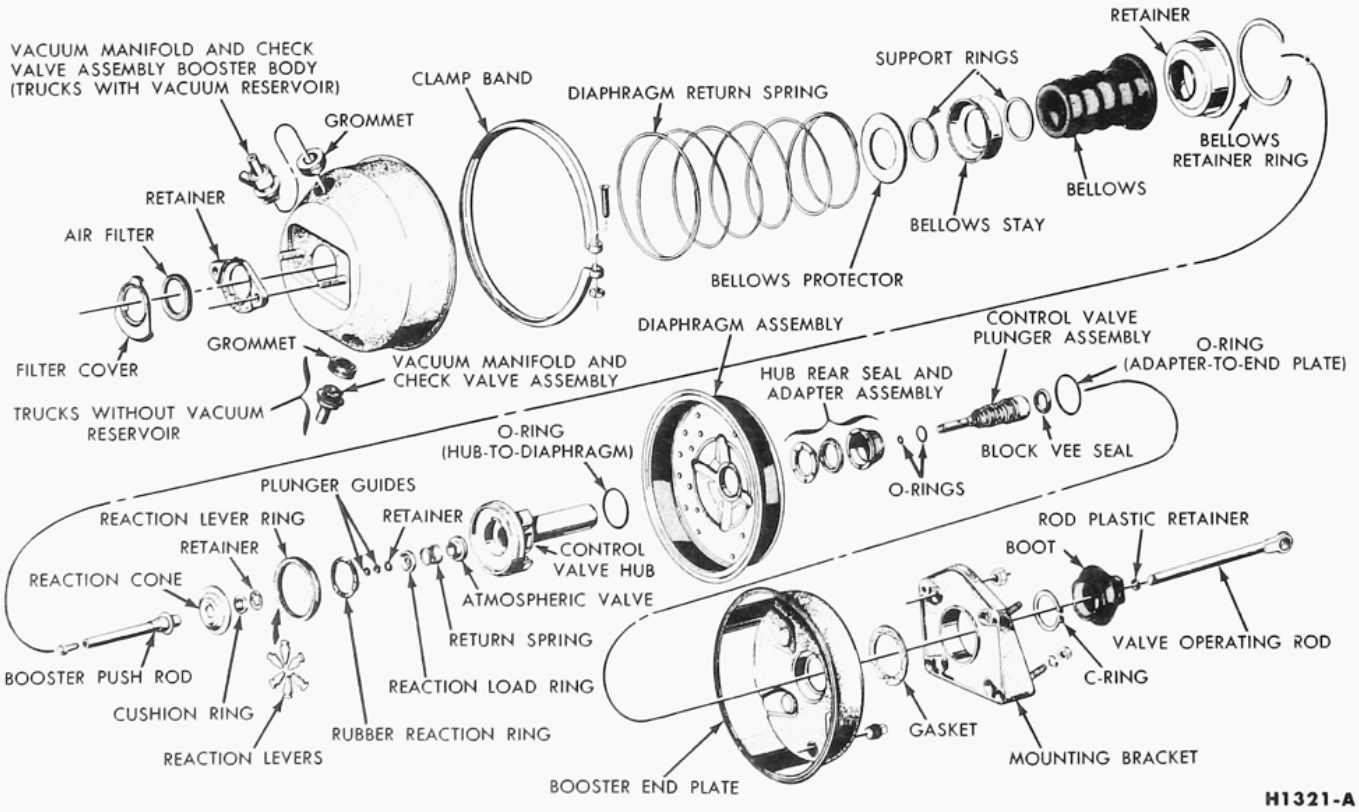
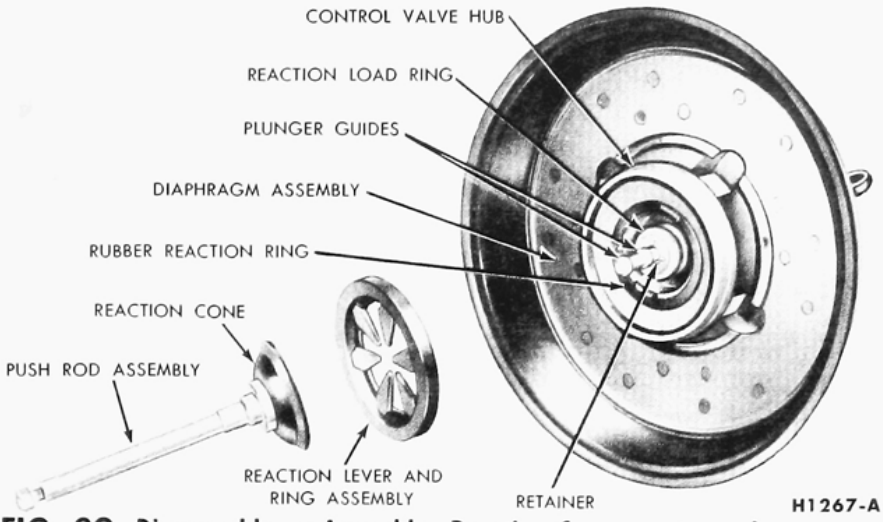

FIG. 26—Dash-Mounted Booster Disassembled
FIG. 29—Disassembly or Assembly—Reaction Components, and Push Rod-to-Valve Hub
1. Remove the air filter cover, air filter, and retainer assembly from the booster body (Fig. 26).
5. Remove the large C-ring that retains the rear seal adapter assembly to the booster end plate (Fig. 26).
8. Separate the bellows, control valve, and diaphragm assembly from the end plate. Remove the O-ring that fits between the hub rear seal adapter assembly and the end plate (Fig. 26).
10. Remove the retainer, support rings, bellows stay, and protector from the bellows (Fig. 26).
11. Remove the booster push rod assembly, the reaction lever and ring assembly, and the rubber reaction ring from the control valve hub (Fig. 29). Remove the two plastic plunger guides from the control valve plunger.
12. Remove the retainer, the cushion ring, and the reaction cone from the booster push rod, then disassemble the levers from the reaction ring (Figs. 26 and 29).
1. If the valve operating rod was removed from the plunger, assemble a new plastic retainer to the end of the rod (Fig. 26). Insert the rod into the plunger so that the retainer engages the groove in the plunger.
8. Install the two plastic plunger guides in their grooves on the valve plunger assembly (Fig. 29).
9. Install the rubber reaction ring in the valve hub so that the ring locating knob indexes in the notch in the hub, with the ring tips toward the front (Fig. 29).
10. Assemble the reaction lever and ring assembly, then install the assembly in the valve hub (Fig. 29).
11. Assemble the reaction cone and cushion ring to the push rod, and secure to the rod with the retainer (Fig. 26). Install the push rod assembly to the valve hub so that the valve plunger indexes in the push rod (Fig. 29).
12. Assemble the bellows retainer to the rear fold of the bellows. Install the bellows stay and the two support rings. The plastic stay is located in the center fold of the bellows with a support ring in the fold at each side of the stay (Fig. 26). Assemble the bellows protector to the front fold.
14. Install the O-ring in the groove at the front side of the end plate. Assemble the bellows, control valve, and diaphragm assembly to the end plate by inserting the valve hub through the front side of the end plate with the small diameter side of the seal adapter protruding from the rear side of the end plate (Fig. 26).
18. Place the gasket on the end plate, slide the mounting bracket over the end plate studs, and install the retaining nuts (Fig. 26).